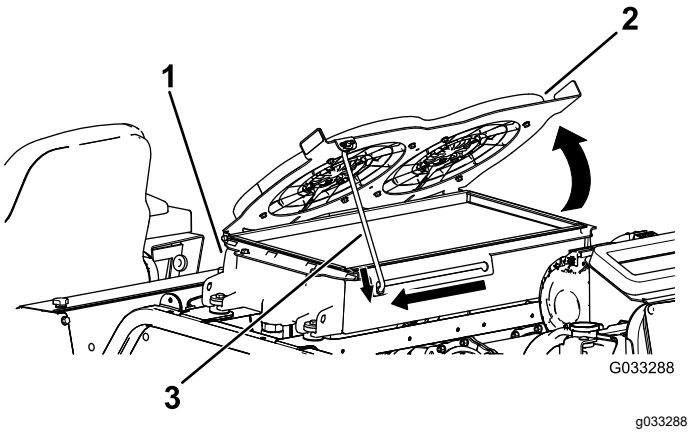

Figuur 119
2. Draai de hydraulische koelventilators naar boven en zet de steunstang vast in de inkeping (Figuur 119).